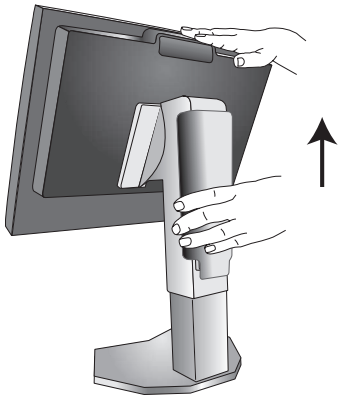

Figure S.1
3. Assurez-vous de bien faire pivoter l'écran de 90° dans le sens inverse des aiguilles d'une montre dans la position paysage (**Figure S.1**).